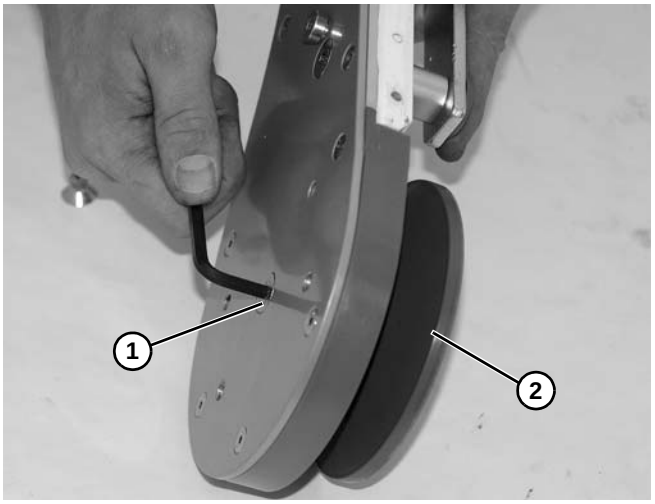

Figure 69
5. Remove flat head screw **(Figure 69, item 1)** and remove idler pulley **(Figure 69, item 2)** from idler head plate assembly.